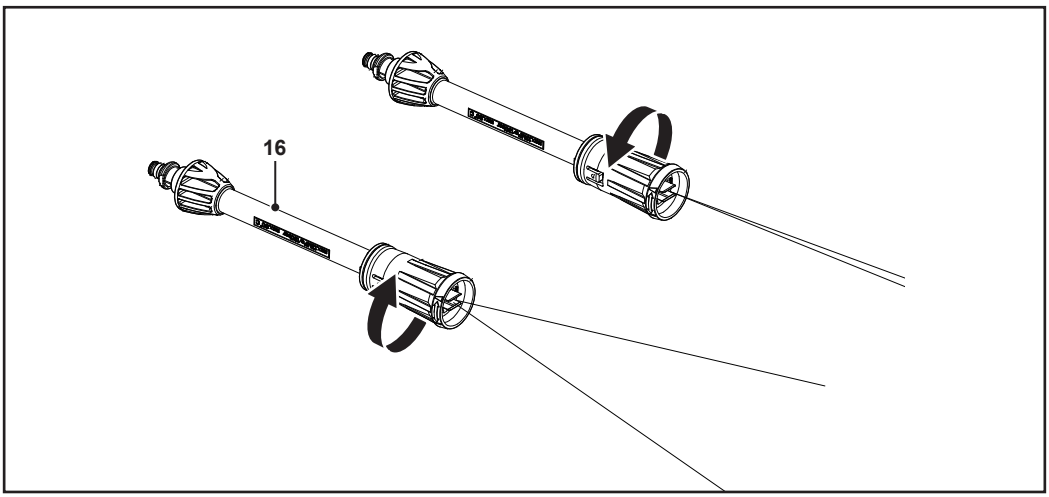

Fig. 10
Rotește duza reglabilă (16) de pe lance pentru a schimba fluxul de la un jet evantai larg pentru zone mai mari la un jet direct pentru curățarea țintită (fig. 10).